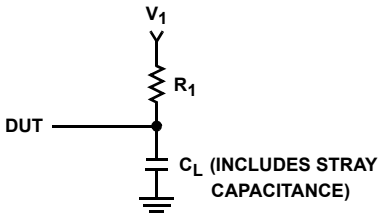

FIGURE 4.
7. See Load Test Circuit, Figure 4, R1 = 10kΩ, C_L = 50pF.